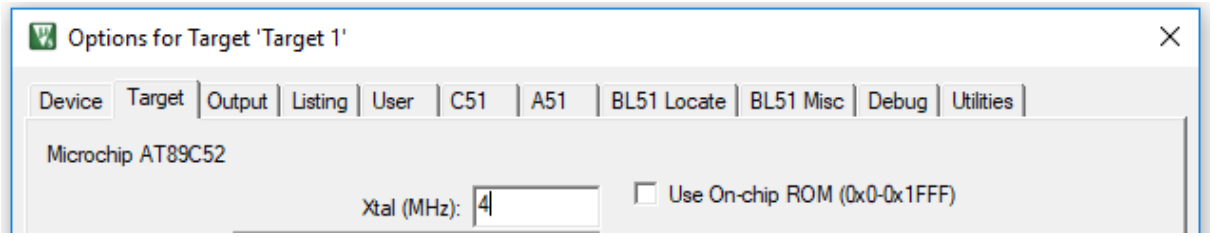
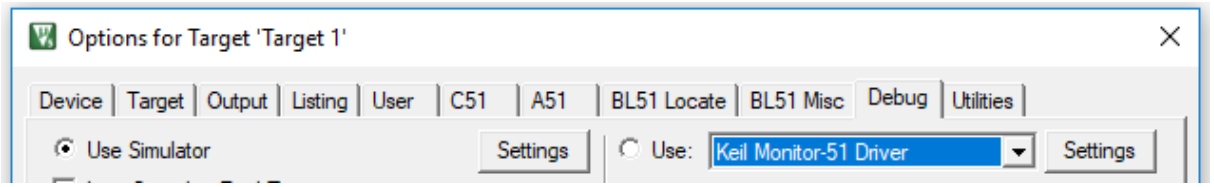
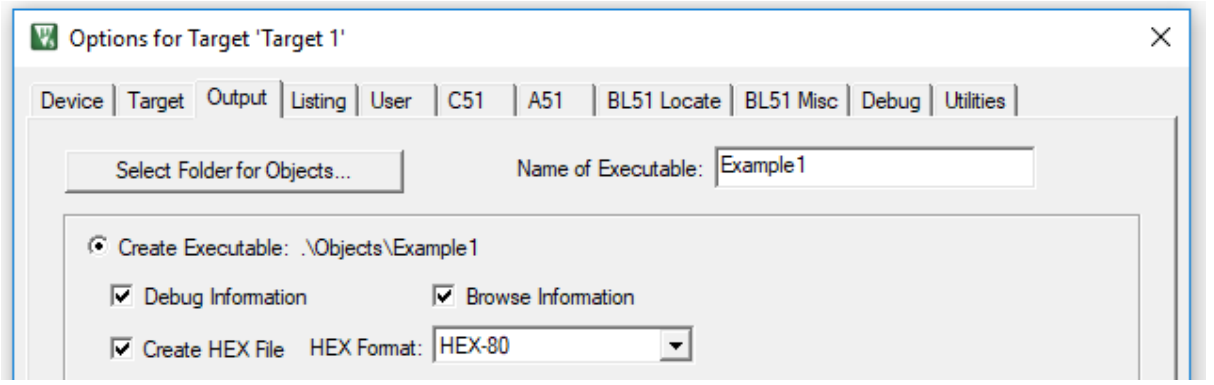

Figure 1.12
Figure 1.13
Figure 1.14
8. Set the Target options using -> **Project** – **Options for Target** opens the µVision **Options for Target – 'Target 1'** configuration dialog. Set the Xtal (Crystal frequency) frequency as 4 MHz (Fig. 1.12), and also the **Options for Target – Debug – use either Simulator / Keil Monitor- 51 driver** (Fig. 1.13). And also open the **Options for Target – Output** and click on the **'Create HEX File'** (Fig. 1.14).